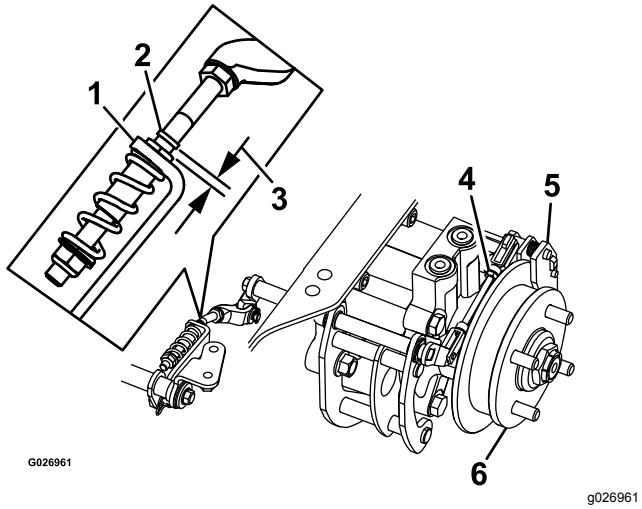

**Figuur 82**
8. Controleer of er ruimte zichtbaar is tussen de L-beugel en de aanslag van de koppeling (Figuur 82).